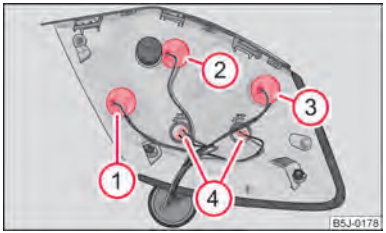

Fig. 166 Gruppi ottici posteriori: posizione di montaggio delle lampadine
– Per sostituire una lampadina, girare il connettore della lampadina verso sinistra (nella direzione delle frecce sull'alloggiamento) ed estrarla dall'alloggiamento ⇒ fig. 166 a destra.
Posizione di montaggio delle lampadine nel gruppo ottico posteriore ⇒ fig. 166